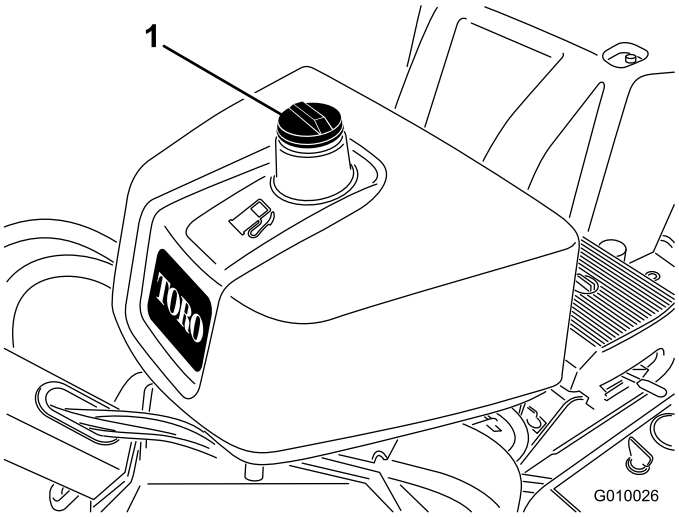

**Figur 15**
2. Gör rent runt tanklocket och ta bort det (Figur 15).